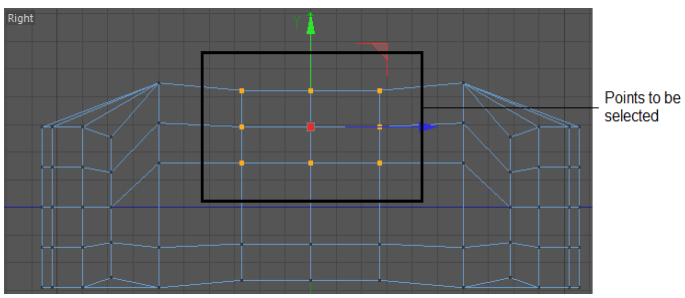
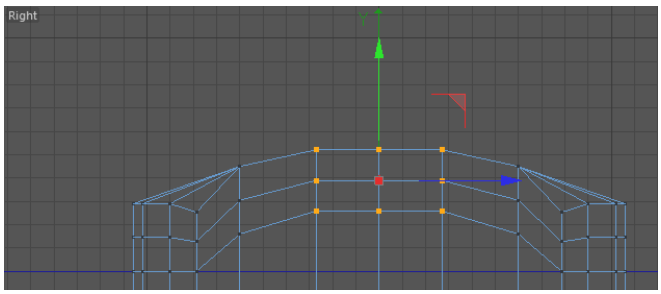

Figure 3-26 *The selected points of Computer mouse*
Figure 3-27 *Moving the selected points of Computer mouse*
18. Select the top points of *Computer mouse* in the Right viewport, as shown in Figure 3-26. Next, move the selected points upward in the Right viewport, as shown in Figure 3-27.